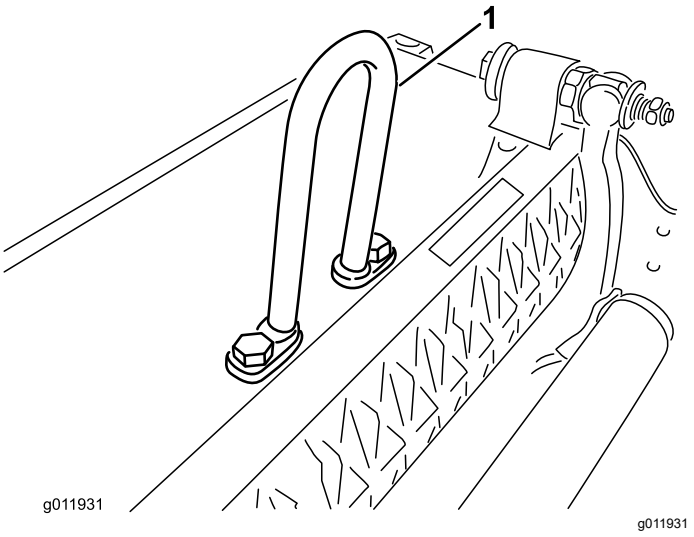

Figura 5
- Il **tirante ad anello** (n. cat. 105-5740) mostrato nella Figura 5 serve per i trattorini Greensmaster 3000, 3000-D, 3050, 3100, 3150 e 3150-Q (è in dotazione ai trattorini Greensmaster menzionati sopra).